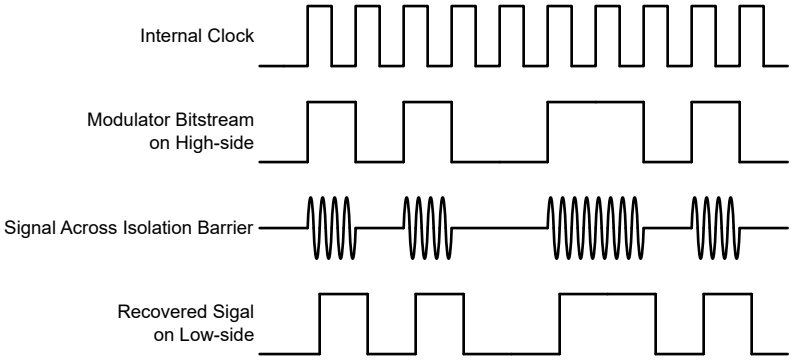

图 7-1. 基于 OOK 的调制方案
如图 7-1 中所示，AMC0381D 使用开关键控 (OOK) 调制方案跨过基于 SiO_2 的隔离栅传输调制器输出位流。发送驱动器 (TX) 如 *功能方框图* 中所示。TX 跨过隔离栅发送一个内部生成的高频载波来表示数字一。而 TX 不发送信号则表示数字零。AMC0381D 内使用的载波标称频率为 480MHz。